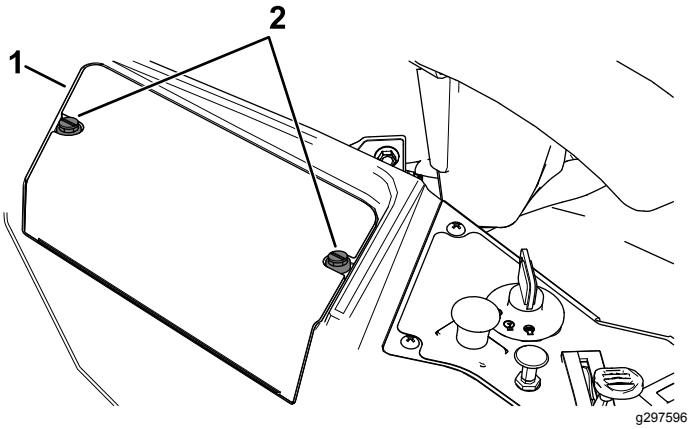

Figure 43
3. Desserrez les 2 fixations sur le couvercle de la batterie en les tournant de un quart de tour dans le sens antihoraire, et déposez le couvercle (Figure 43).
6. Reposez le couvercle de la batterie en appuyant dessus et en serrant les 2 fixations dans le sens horaire (Figure 43).